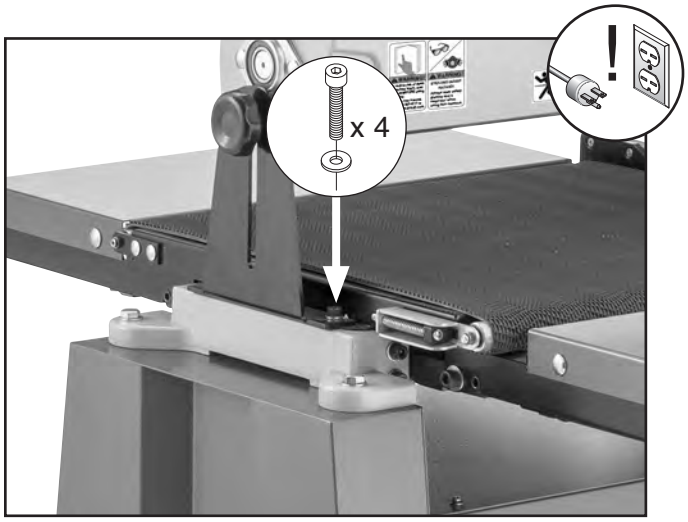

Figure 61. Location of table cap screws.
4. Remove (4) table cap screws and flat washers shown in **Figure 61**.